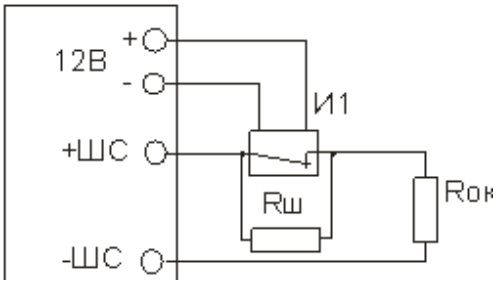

Рисунок 18 – ШС охранный с внешним питанием
3) Завернуть в стену два шурупа по установочным размерам (рисунок 18).
б) ШС охранный с внешним питанием (рисунок 18)